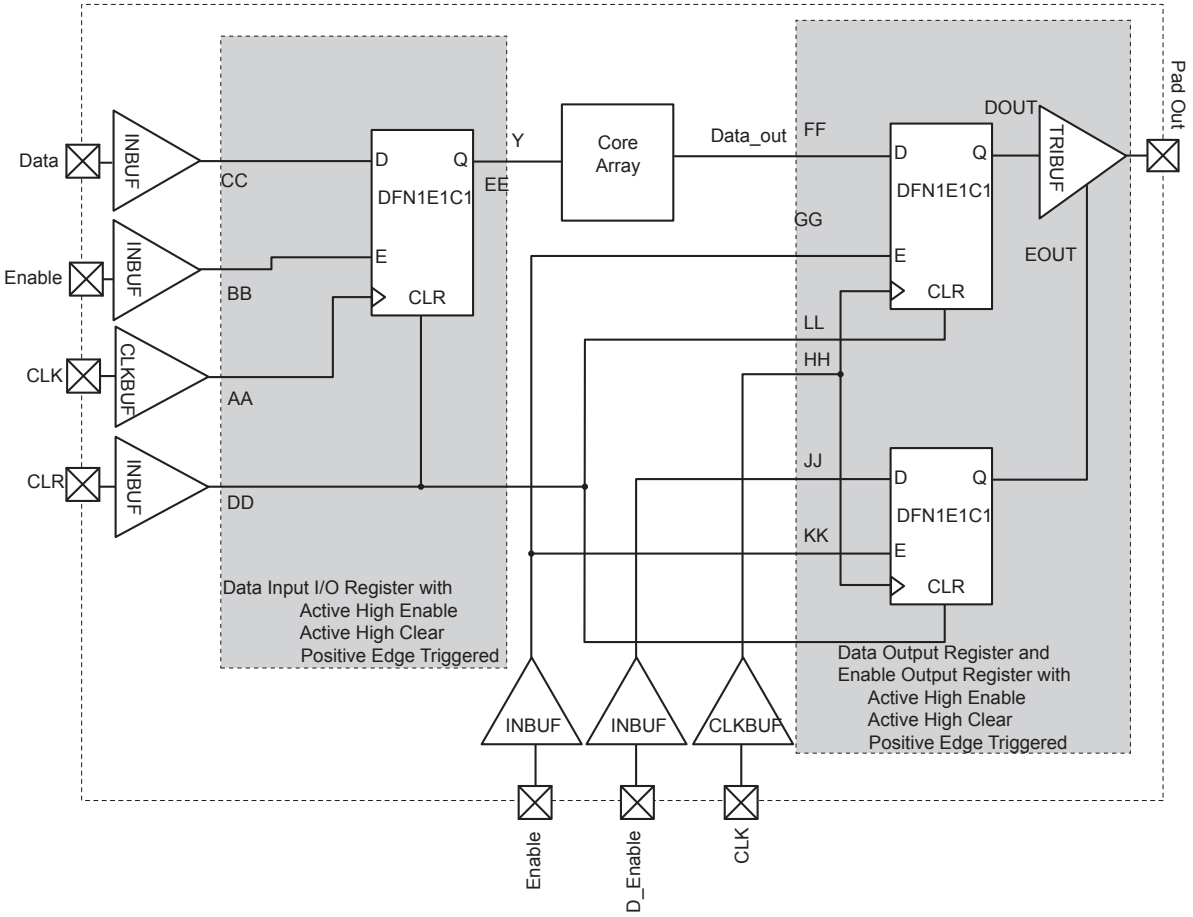

Figure 2-138 • **Timing Model of the Registered I/O Buffers with Synchronous Enable and Asynchronous Clear**
*Note: *See Figure 2-138 on page 2-214 for more information.*